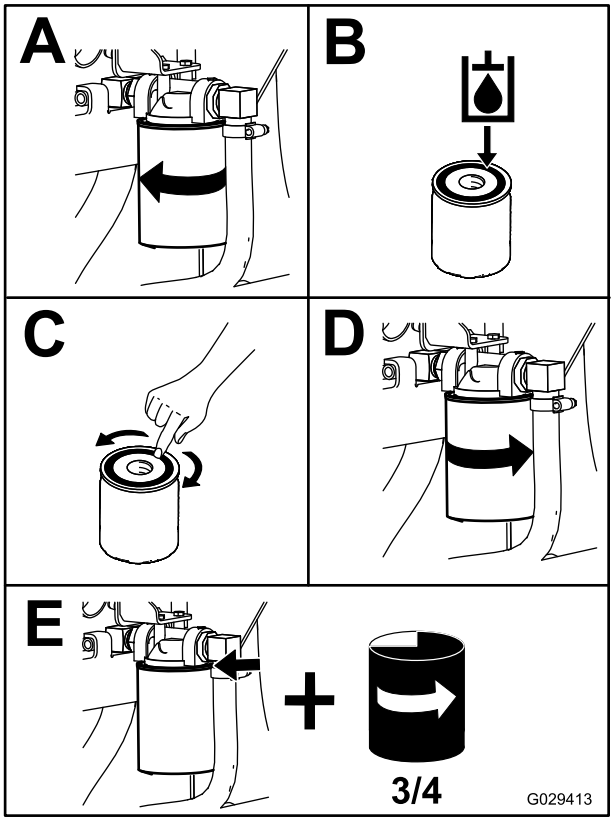

Figuur 58
4. Plaats een opvangbak onder het filter en vervang het filter (Figuur 58).